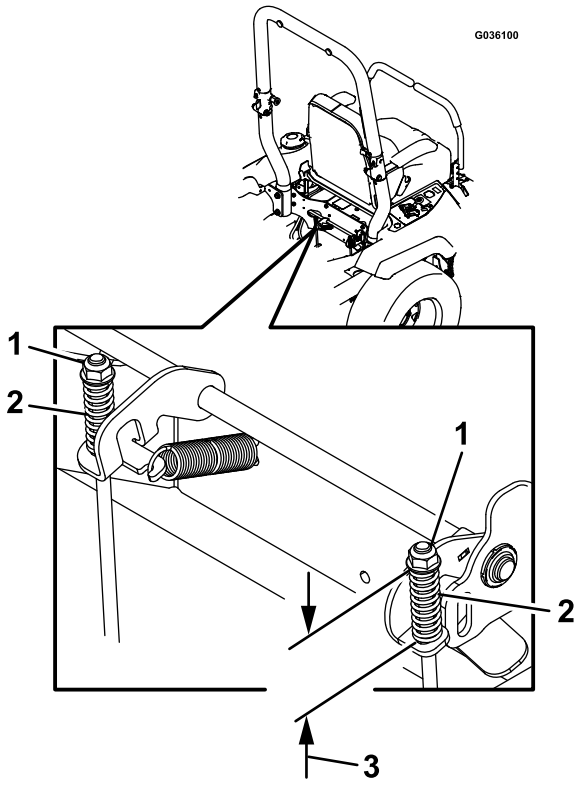

Bild 59
7. Prüfen Sie beide Federlängen, wie in Bild 59 abgebildet. Falls eine Einstellung erforderlich ist, drehen Sie die obere Muttern nach rechts, um die Feder zu verkürzen und nach links, um die Feder zu verlängern.